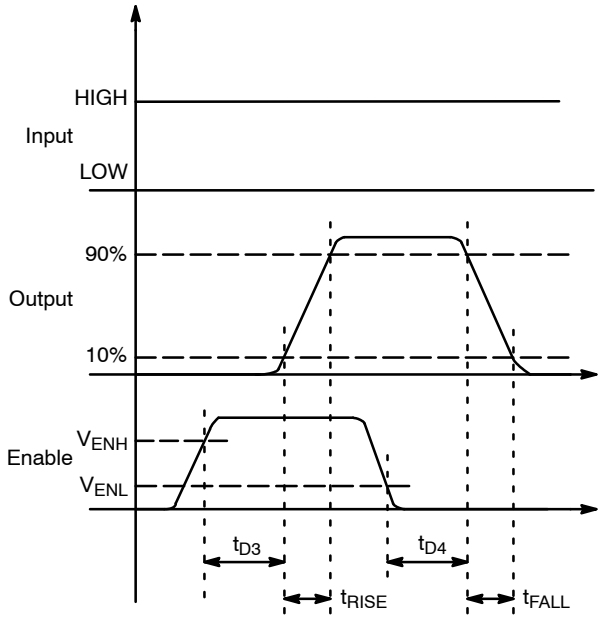
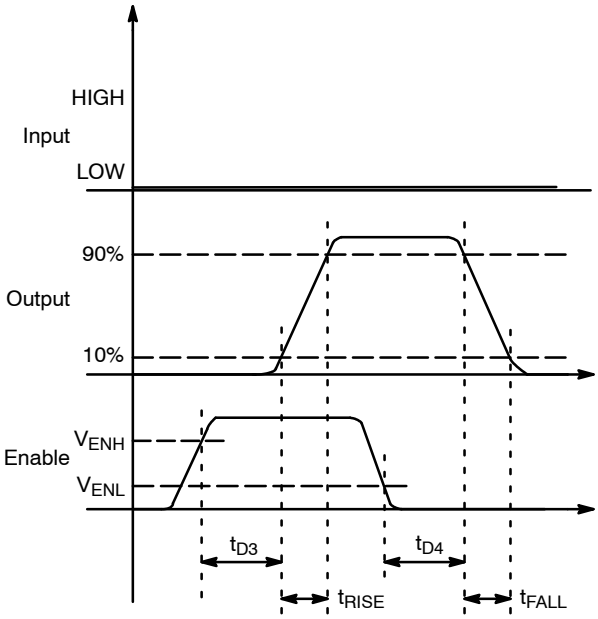

Figure 10. Non−Inverting (IN HIGH)
Figure 11. Inverting (IN LOW)
11. *See Timing Diagrams of Figure 10 and Figure 11.*